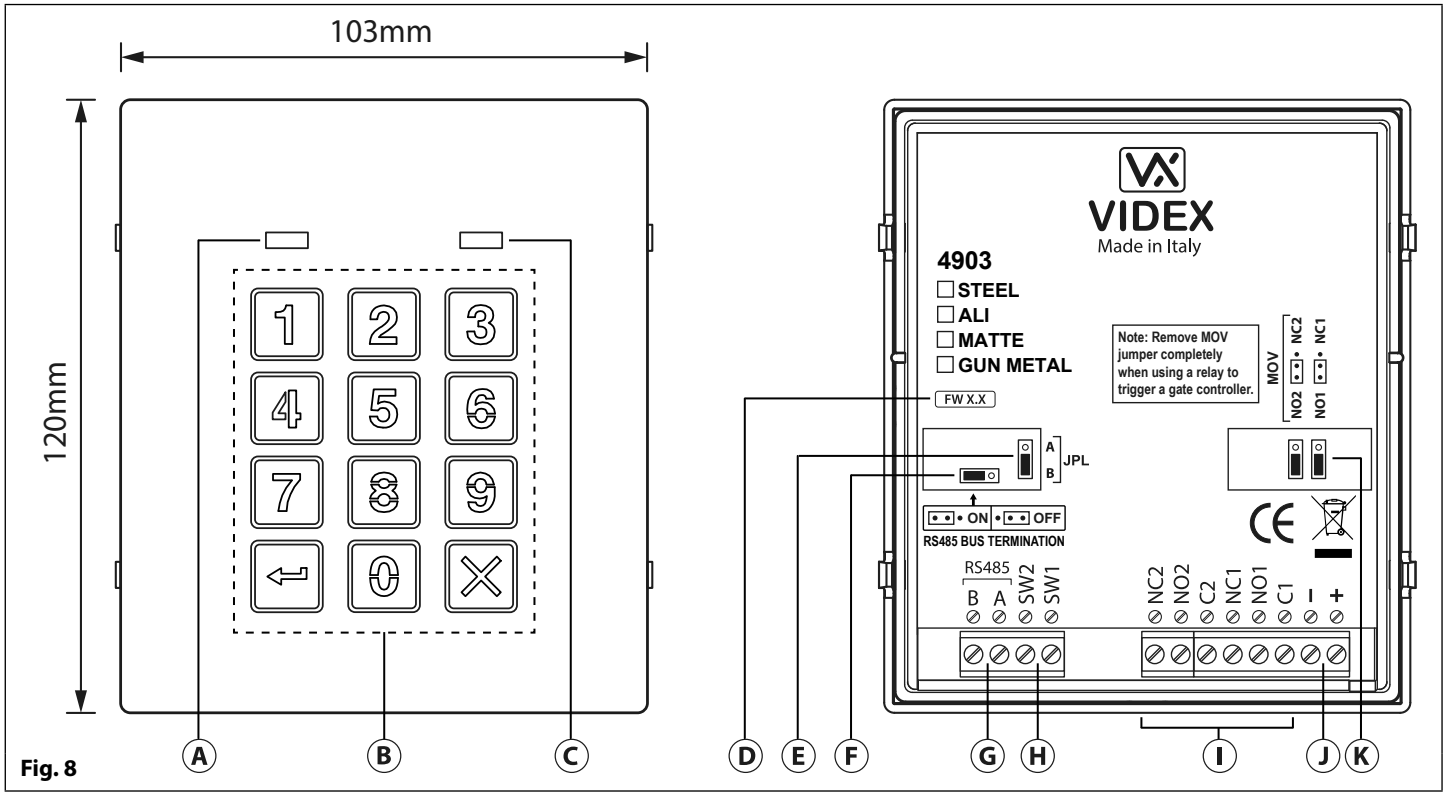

Fig. 8
The module features 12 stainless steel buttons, backlit in blue (keys **0 - 9**, **ENTER** ⏎ and **CLEAR** ✕), 2 LED's (green LED = data, red LED = status indication) for progress information during use and programming and a stainless steel or aluminium front plate, see **Fig.8**. With two integral relays (**RLY1** and **RLY2**) each with common (**C**), normally open (**NO**) and normally closed (**NC**) connections and two switched 0V push to exit inputs **SW1** and **SW2** to enable the external triggering of the relays. Key presses are signalled acoustically while each button press has a tactile feel. Entering the correct code followed by **ENTER** ⏎ will activate the relevant relay.
The jumper JPL (**Fig.8**, (E)) is used to adjust the brightness and determine the operation of the backlit buttons. There are four brightness settings for the backlit buttons and two programming modes (mode 1 and 2) for the jumper.
4. When power is restored to the codelock wait for the module to emit a single beep and the red status LED (**Fig.8**, (C)) to flash once.
5. Listen for the confirmation tone and wait for the red status LED (**Fig.8**, (C)) to flash once again.
4. When power is restored to the codelock wait for the module to emit a double beep and the red status LED (**Fig.8**, (C)) to flash once.
3. When power is restored to the keypad the backlit key buttons will illuminate (**Fig.8**, (B)). Wait for the keypad to emit a low level tone then wait for the red status LED (**Fig.8**, (C)) to switch **ON**.
4. Release the **0** [0] button then enter the unit ID required for the **Art.4903** (1 - 8) using the keypad (**Fig.8**, (B)). The red status LED will switch **OFF** and the keypad will play a short melody. Observe the red status LED (**Fig.8**, (C)) as this will flash as many times as the unit ID being set (e.g. if the unit ID is set to ID.8 the red status LED will flash 8 times).
4. When power is restored to the codelock wait for the module to emit a beep and wait for the red status LED (**Fig.8**, Ⓒ) to stop flashing.